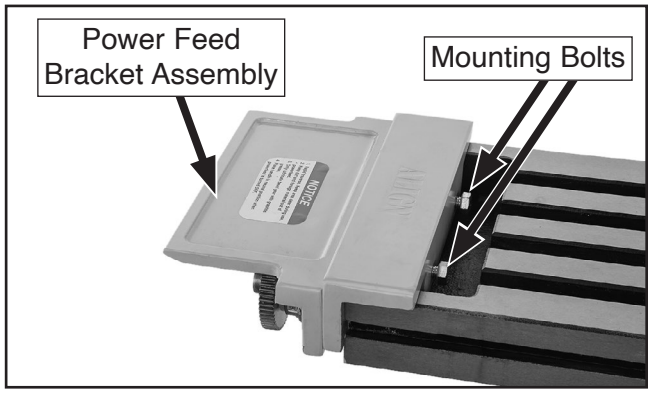

Figure 13. Power feed bracket assembly mounted to table.
8. Install power feed bracket assembly onto left end of table, then tighten pre-installed mounting bolts (see **Figure 13**).